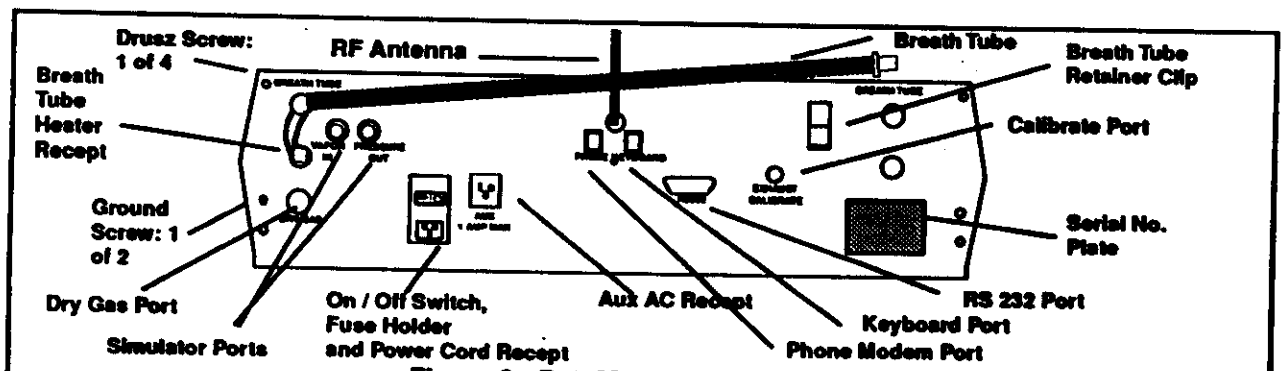

Figure 2: DataMaster Rear Panel
B. Remove the RF Antenna, Breath Tube and Power Cord from the accessory bag. **(Refer to Figure 2 "Rear Panel" for the following)**
5. **If your DataMaster is an Option "K" model, go directly to item 6 below.** Locate the keyboard cable and plug one end into the port marked "Keyboard" on the rear panel of the DataMaster and the other end into the rear of the keyboard.